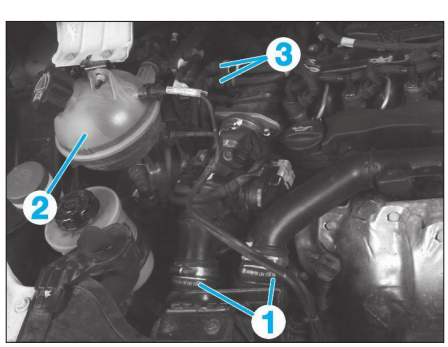

**Fig. 5**
- les raccords d'air (1) **(Fig.5)**.
• Déposer et déplacer le bocal de liquide de refroidissement (2) sans débrancher les différentes durits.
• Désaccoupler, écarter puis obturer les tuyaux d'alimentation et de retour en carburant (3).